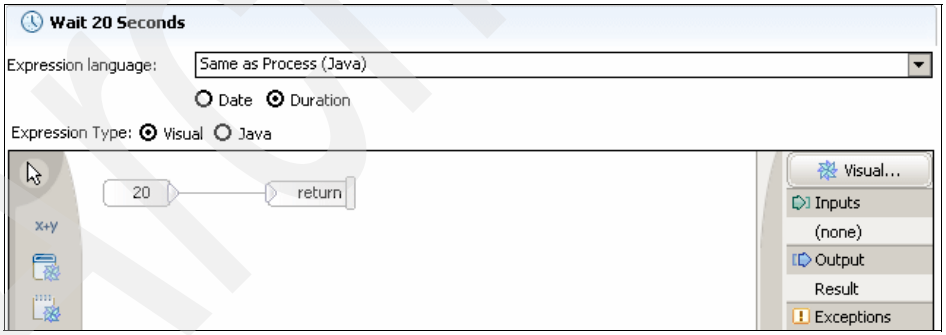

Figure 11-47 Wait snippet
e. Create a visual snippet as shown in Figure 11-47 to return a value of 20 to the condition. This ensures that the wait activity waits for 20 seconds. Both wait activities in the diagram are identical.